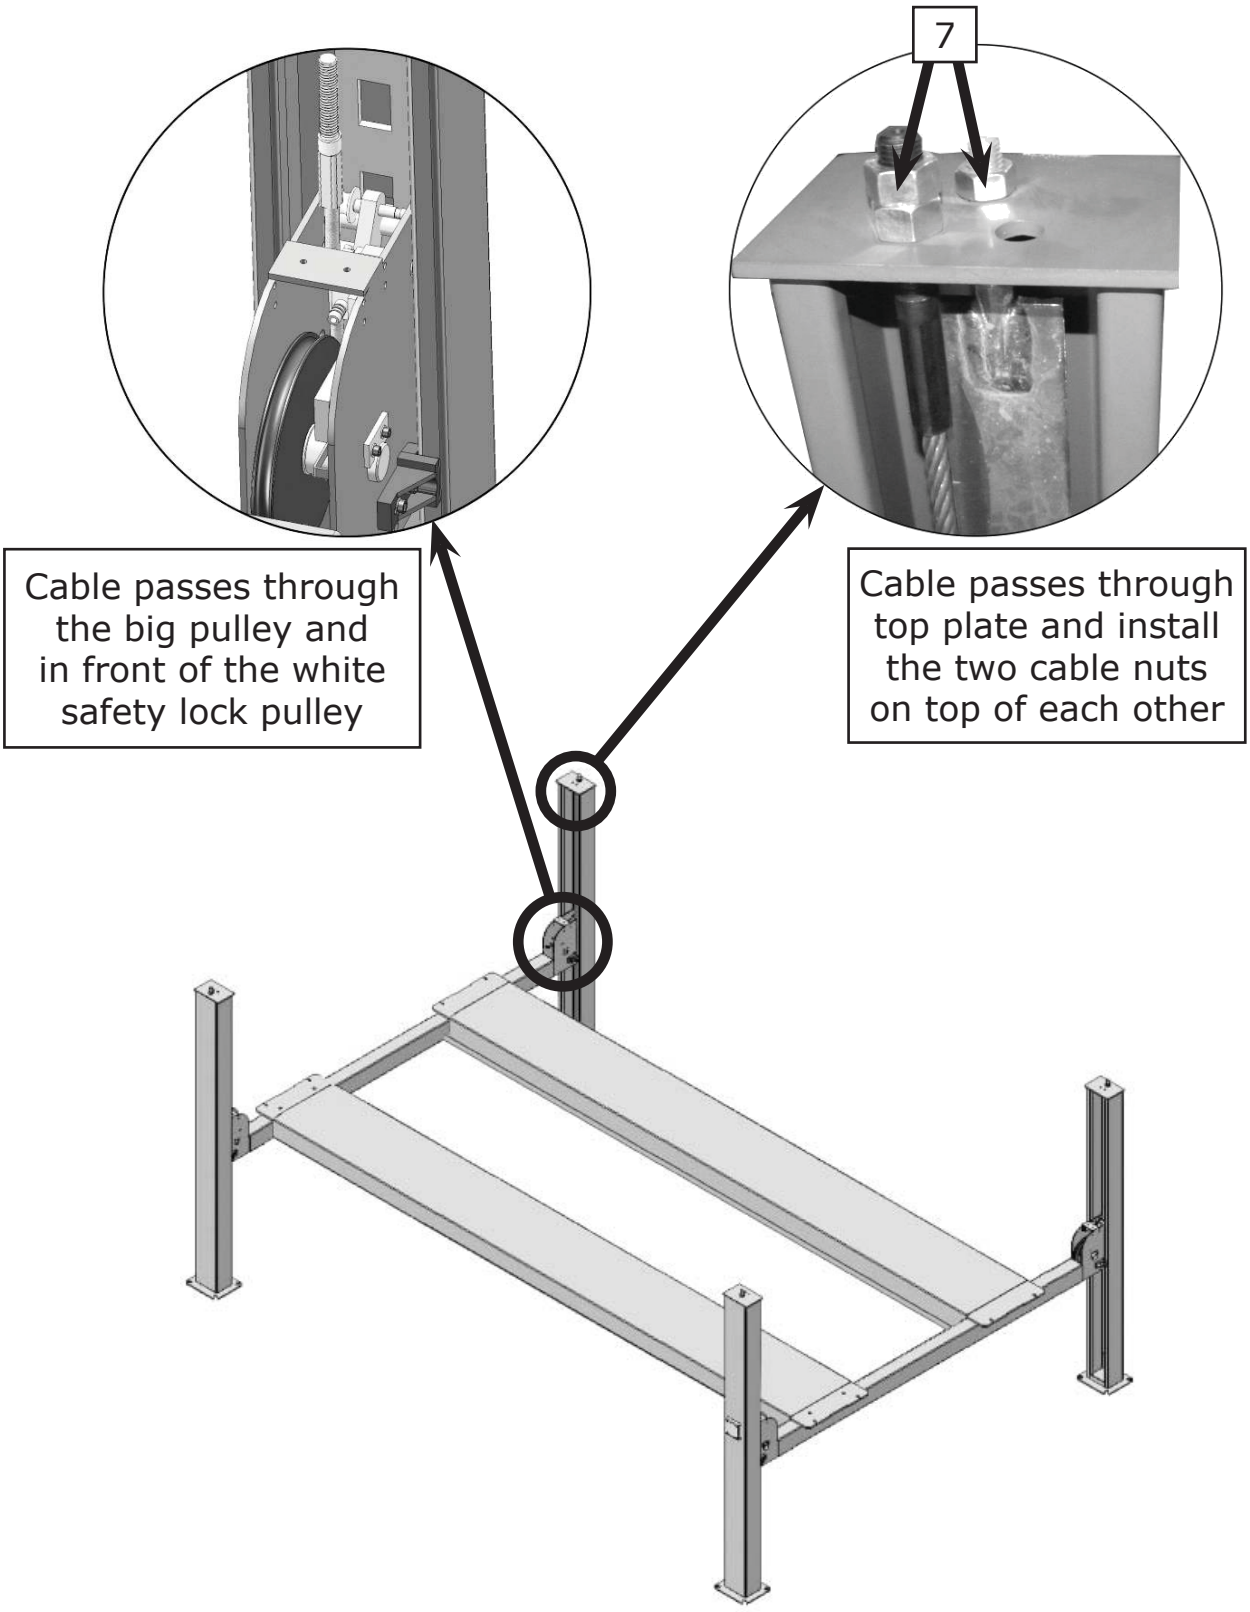

Fig. 23
2. The cable passes through Cross Beam and top plate on the column. Install the cable nuts **(See Fig. 23).**